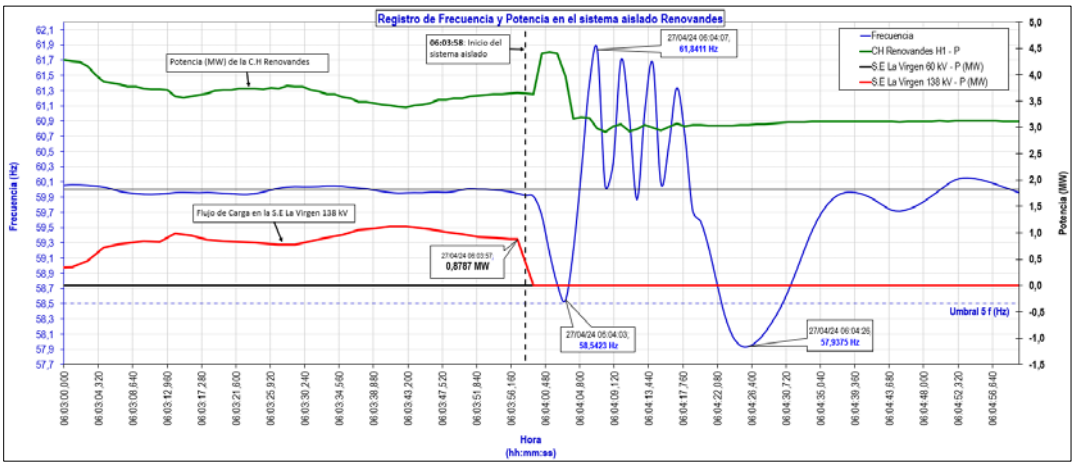

Figura 4. Frecuencia y Potencia durante la formación del sistema aislado Renovandes (Fuente: SCADA-COES y EGE SANTA ANA)
6.4 A las 06:03:58 h el CC-EGT abrió el interruptor 152CY1 del transformador TE4 de la S.E. La Virgen, formándose el sistema aislado entre la C.H Renovandes y la S.E. Chanchamayo, sin embargo, previo a la desconexión (06:03:57 h) el flujo por el transformador TE4 de la S.E La Virgen 138 kV se encontraba en 0,8787 MW (ver Figura 4).
Como consecuencia de aislar el sistema con un flujo diferente de cero MW, se presentó un desbalance de carga-generación en el sistema aislado, lo cual ocasionó que la frecuencia inicialmente descienda hasta 58,54 Hz, seguido de una oscilación de frecuencia incrementándose hasta 61,84 Hz, y posteriormente la frecuencia volvió a descender hasta 57, 93 Hz activando la Etapa 5 del ERACMF por umbral de frecuencia (ver Figura 4), interrumpiéndose 1,32 MW de carga en la S.E. Chanchamayo.
6.7 Cabe precisar que en el sistema aislado formado entre la C.H. Renovandes H1 y la S.E. Chanchamayo, no se cuenta con un equipo GPS COES; por lo tanto, la evaluación del ERACMF se realizará tomando en cuenta los registros oscilograficos del relé de protección del alimentador A4802 en la S.E. Chanchamayo, ya que, corresponde a la mejor información disponible (ver Figuras 5 y 6). Asimismo, se toma como referencia el registro de frecuencia de la C.H. Renovandes H1 que remite esta empresa en cumplimiento del PR-21 (ver Figura 4).